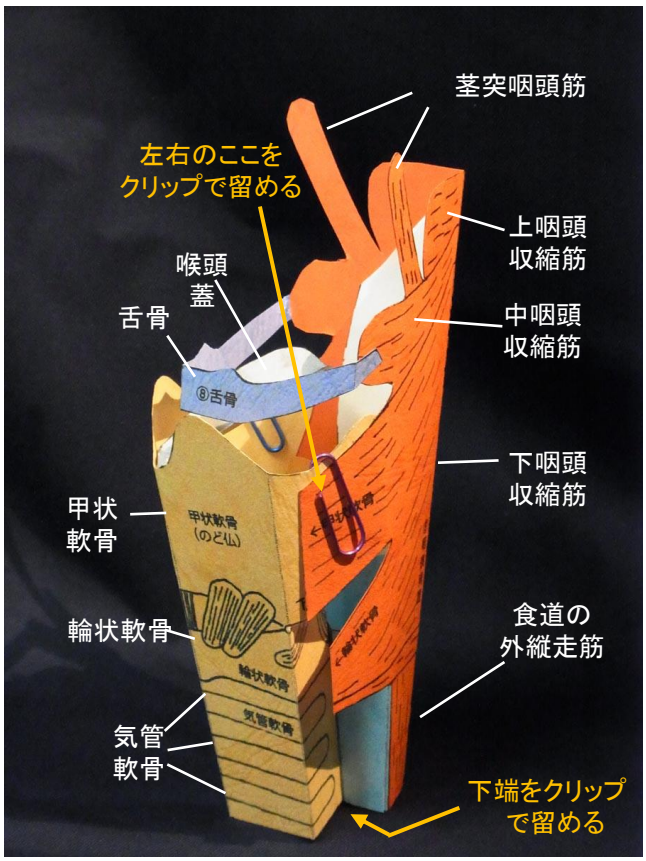

図8. 各部の名称
2. 上の筋束が喉頭の甲状軟骨に、下の筋束が輪状軟骨に付くような配置になる ので、ここをゼムクリップで止める(図8) 。
3. 底部の食道と気管が接しているところもゼムクリップで下から止める(図8)。